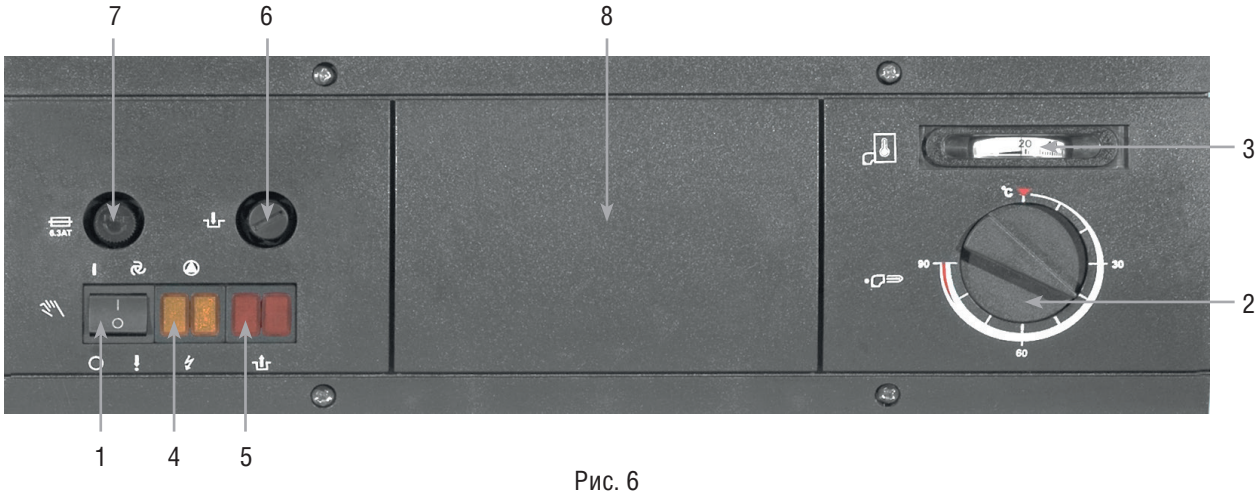

Рис. 6
- главный выключатель переведен в положение «вкл» (поз.1, рис.6);
- термостат котла выставлен на необходимую температуру (поз.2, рис.6);
- термостат безопасности (поз.6, рис.6) сработал от перегрева, для чего последовательно сделайте следующее:
На панели управления открутите защитный колпачок термостата (поз.6, рис.6)